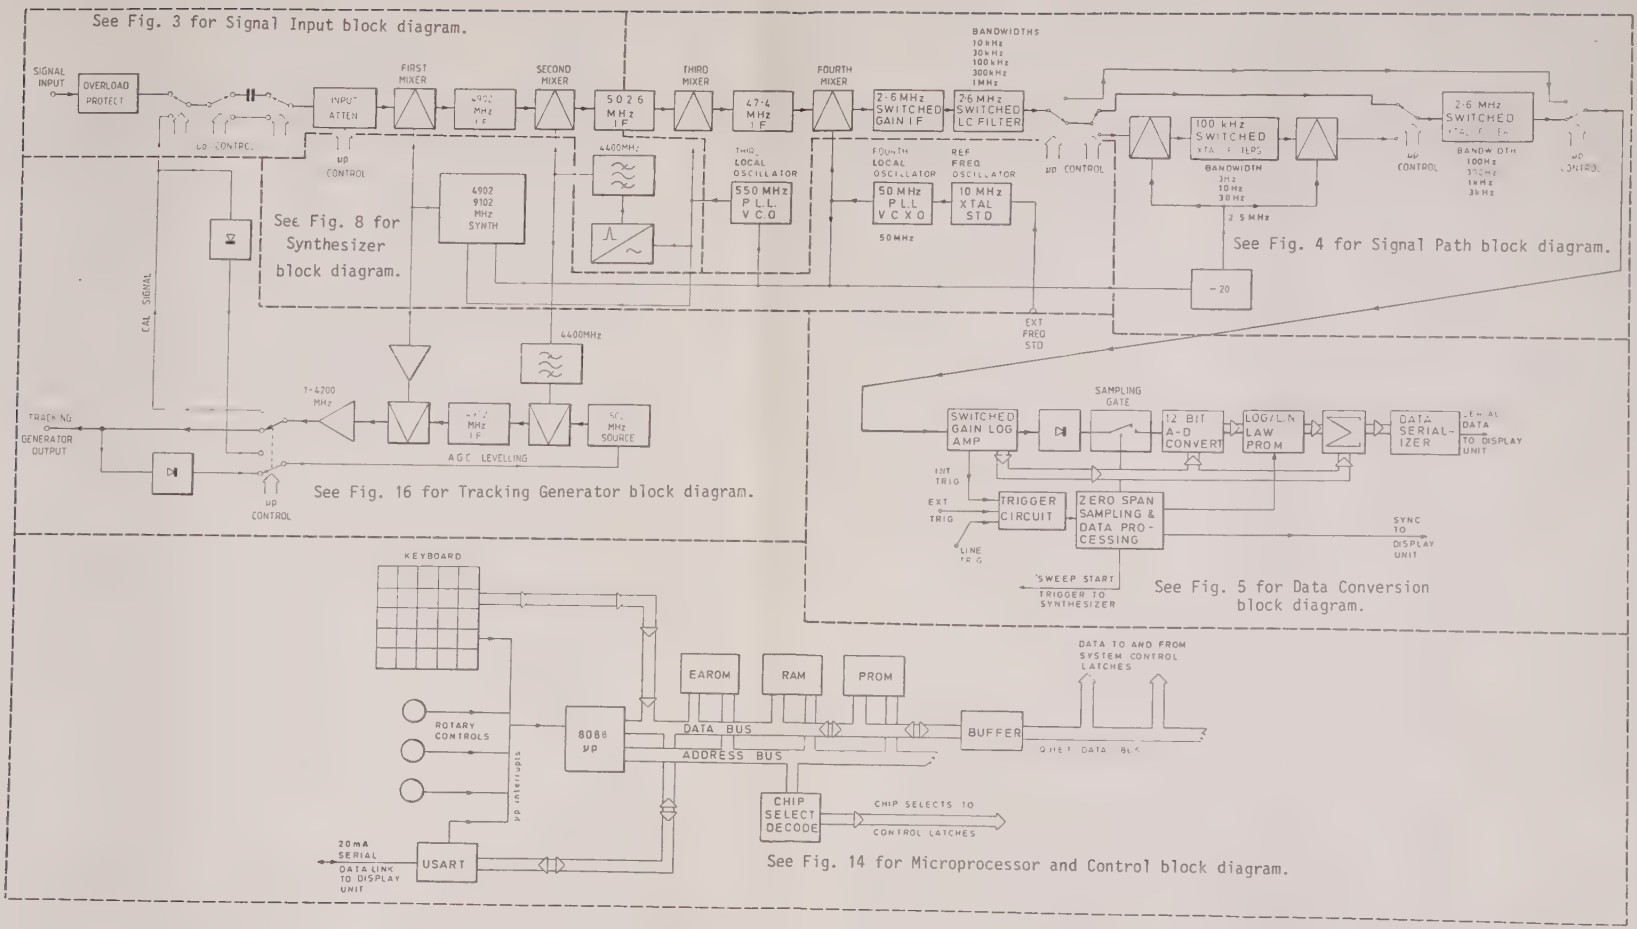

Fig. 1 Block schematic of 2383 System.
3. The 4.2 GHz RF Unit 2383 has an integral tracking generator and forms with display unit 2380 a swept filter spectrum analyzer covering the range 100 Hz to 4.2 GHz. A block schematic of the 2383 is shown in Fig. 1. With reference to this diagram, the signal to be measured enters via the overload protection circuit. This is a latched change-over relay which is tripped out by any signals over 0.5 W and protects for overloads of up to 20 W. An appropriate annotation is displayed on the screen that this has occurred, and the tripped condition remains until it is cleared by means of a front panel button.